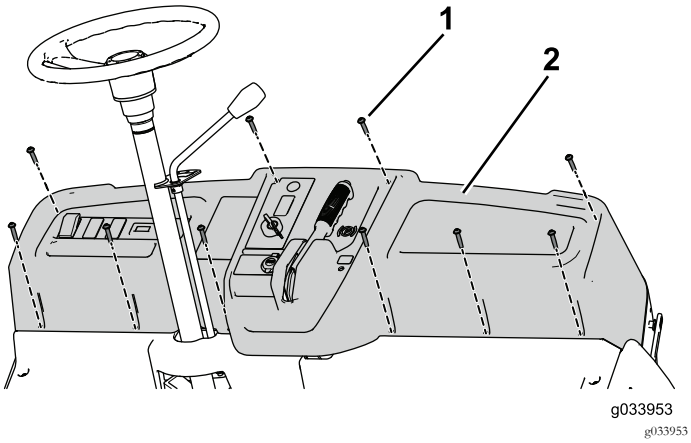

Рисунок 32
9. С помощью 10 винтов (1/4 x 1-1/4 дюйма) прикрепите приборную панель к автомобилю (Рисунок 32).